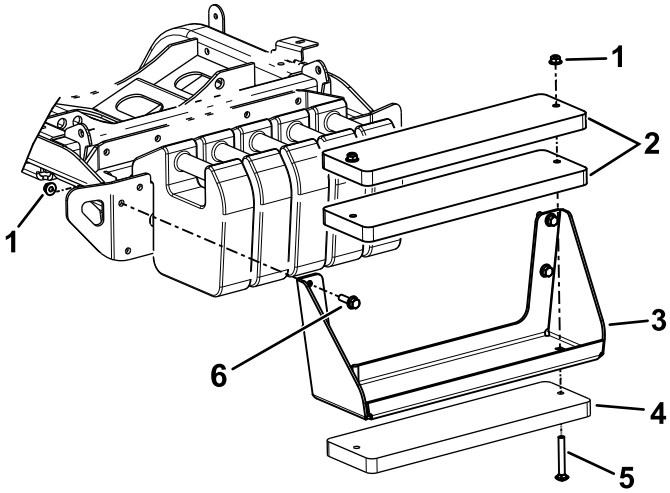

Figure 22
Remarque: Voir la procédure sous Figure 22.
A. Fixez les 3 masses sur le support à l'aide des boulons (⅜ x 4 po) et écrous (⅜ po) (Figure 22).
B. Utilisez les boulons à tête hexagonale et les écrous (inclus dans le kit) pour fixer le support de masses sur la machine (Figure 22).
A. Déposez le support de masses de la machine (Figure 22).
C. Fixez les 3 masses sur le support à l'aide des boulons (⅜ x 4 po) et écrous (⅜ po) (Figure 22).
D. Utilisez les fixations retirées précédemment pour fixer le support de masses sur la machine (Figure 22).